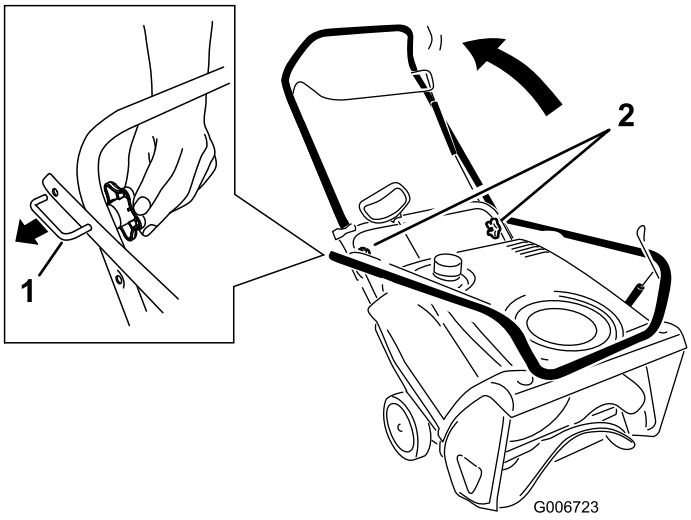

Figur 3
1. Løsne håndtaksknottene, trekk ut "U"-formet låsehåndtak helt til du kan bevege hendelen fritt, og roter håndtaket til førerplassen (Figur 3).